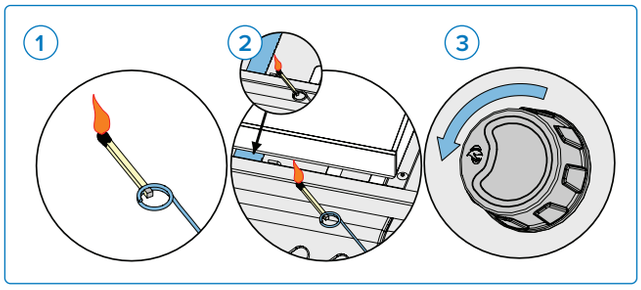

Fig. 7
3. Tout en tournant le bouton du brûleur correspondant en position haute. **(Fig. 7).**